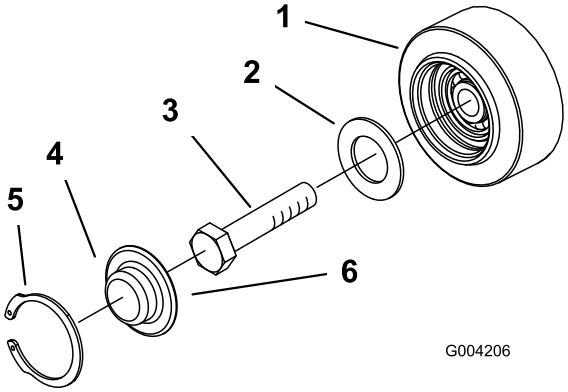

**Figur 48**
3. Ta bort låsringen och hatten från väghjulet (Figur 48).
4. Kontrollera smörjningen under hatten och runt packningen (Figur 48). Om den är smutsig, sandig eller förbrukad gör du rent så att allt fett försvinner, byter packningen och smörjer igen.
6. Sätt den infettade väghjulshatten över bulthuvudet (Figur 48).
7. Fäst väghjulshatten med låsringen (Figur 48).